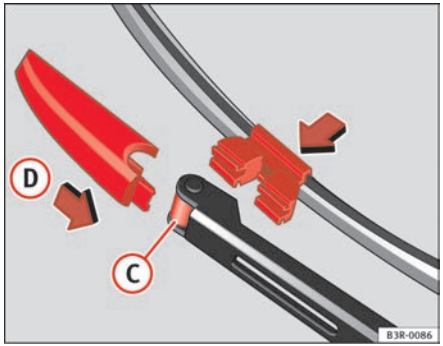

Fig. 170 Fitting the wiper blade
– Fit the new wiper blade into the mounting on the wiper arm ⇒ fig. 170 (C).
– Slide the retainer catch on the wiper blade in direction (D) so that it clicks into place on the wiper arm.